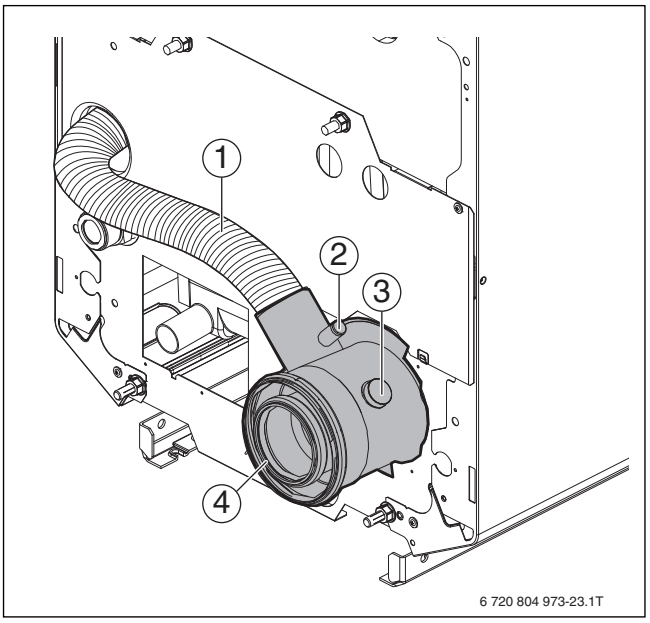

Fig. 22 Buse air-fumées
Les mesures sont toujours effectuées dans la buse air-fumées (→fig. 22, [3]).
- ▶ Plonger la sonde de mesure à travers l'ouverture de mesure dans la buse de raccordement air-fumées jusqu'au courant primaire (au milieu du tuyau de fumées) des fumées (température maximale des fumées) (→ fig. 22, [3], page 16).